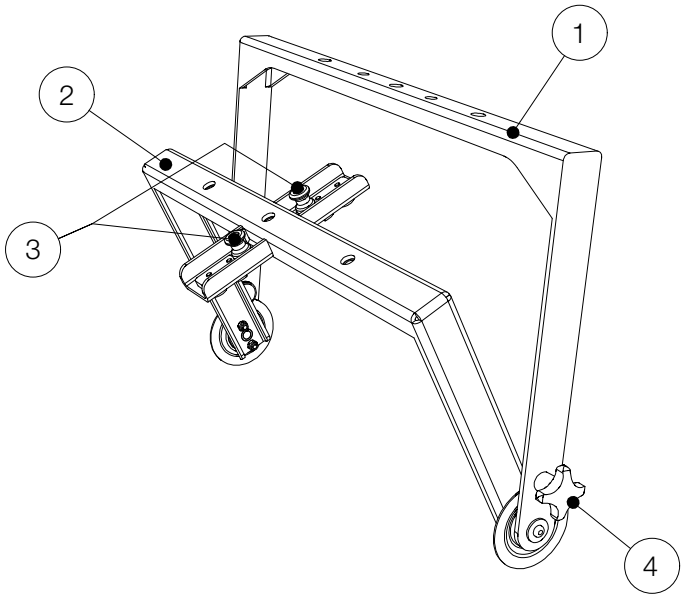

Abbildung 2.1 - Übersicht
3. Ziehen Sie dann die beiden Rasthebel (siehe Abbildung 2.1 - Pos.3) nach oben.